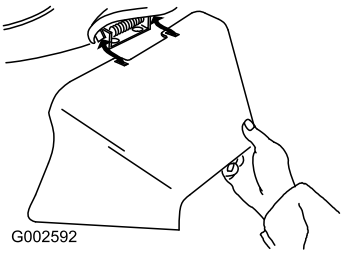

Bild 22
3. Setzen Sie den Seitauswurfkanal ein und schließen Sie die Klappe auf dem Auswurfkanal (Bild 22).